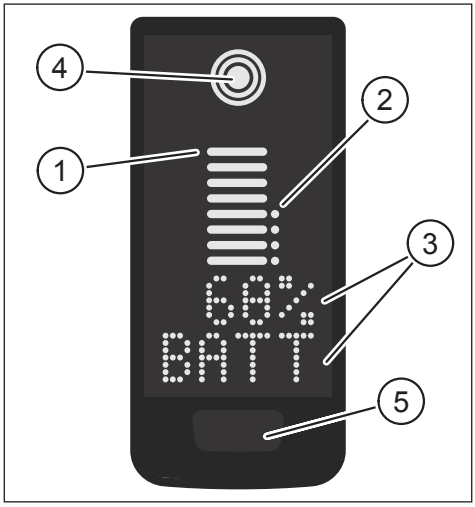
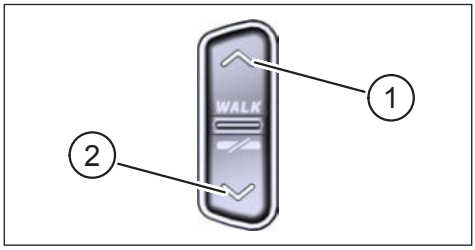

Abb. 1: Bedien- und Anzeigeelemente am Display
Abb. 2: Bedienelemente an der Remote
Pos. in Abb. 1	Beschreibung
Pos. in Abb. 2	Beschreibung
- ▶ Halten Sie die Bedientaste am Display (Pos. 5 in Abb. 1) und die Bedientaste UNTEN an der Remote (Pos. 2 in Abb. 2) für mindestens 5 s gedrückt.
► Mit einem **Doppelklick** auf die Bedientaste am Display (Pos. 5 in Abb. 1) wechseln Sie zur nächsten Bildschirmansicht.